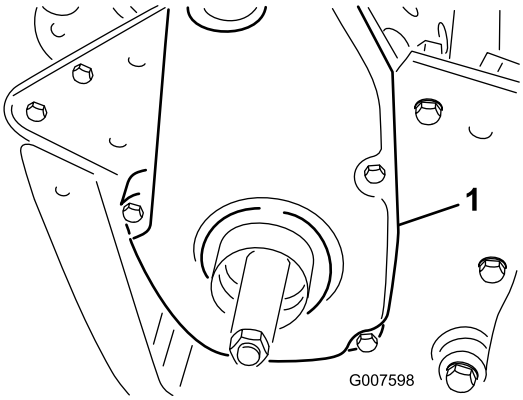

Figur 37
1. Afmonter remskærmens monteringsskruer og remskærmen for at frilægge remmen (Figur 37).